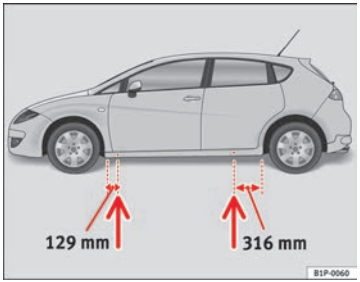

Fig. 157 Jack position points
– Locate the jacking point under the door sill closest to the wheel to be changed ⇒ fig. 157.
Recesses at the front and rear of the door sills mark the jacking points ⇒ fig. 157. There is only one jacking point for each wheel. Do not fit the jack anywhere else.